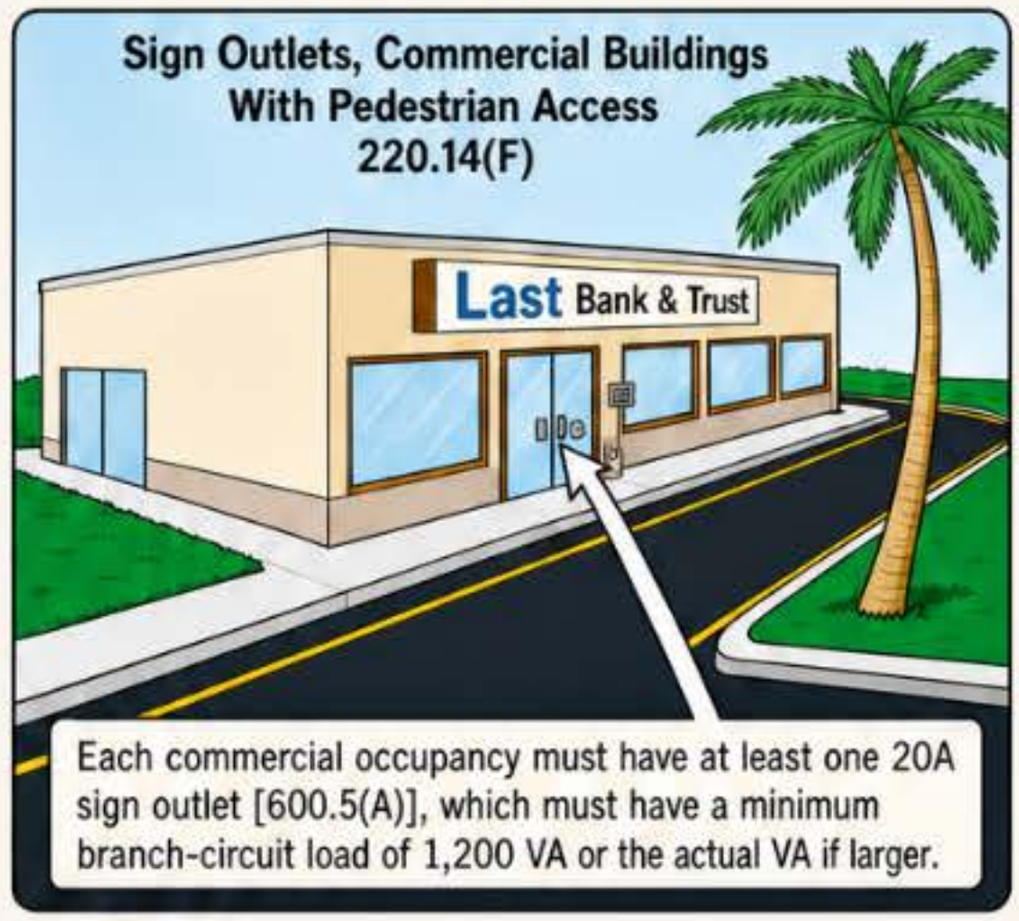

Figure 220-8
(F) Sign Outlet. Every commercial occupancy that people can walk into must have at least one 20A sign outlet [600.5(A)], which must be on a minimum branch circuit load of 1,200 VA or the actual VA if larger. Figure 220-8